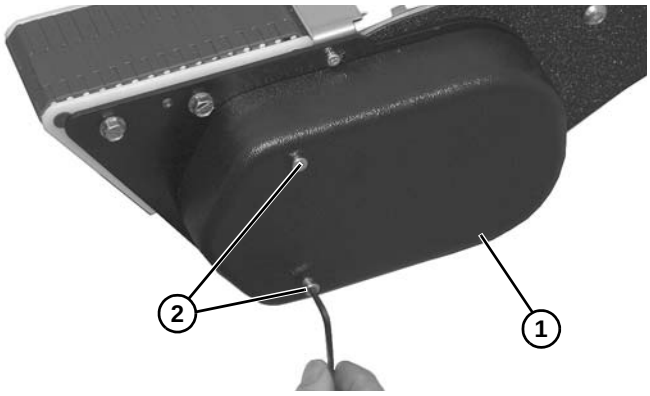

Figure 126
11. Install cover **(Figure 126, item 1)** with two hex head screws **(Figure 126, item 2)**.